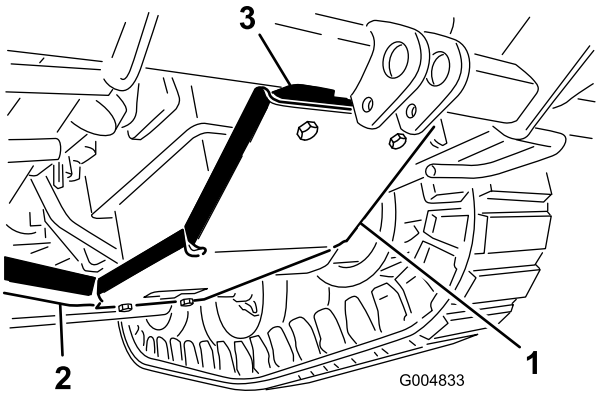

Figur 30
2. Monter glidepladen (Figur 30) på stellet under motoren som følger:
A. Monter forenden af glidepladen på glidepladens monteringsplade med to flangehovedbolte (3/8 x 1-3/4 tomme) og flangemøtrikker (3/8 tomme) (Figur 30).
B. Monter glidepladens bagende på stellets tværvange med to bolte (3/8 x 1 tomme) og flangemøtrikker (3/8 tomme) (Figur 30). Monter de bageste bolte fra toppen.